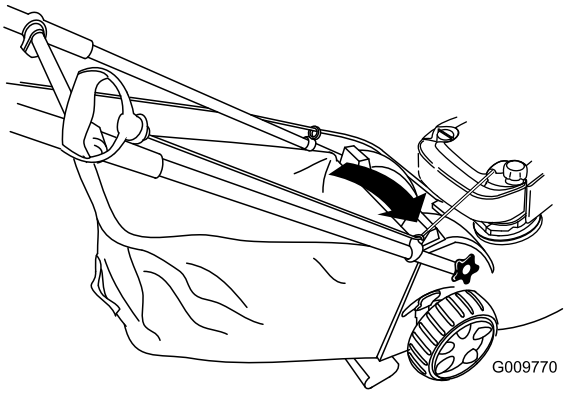

Figuur 28
1. Laat het startkoord rond de onderste koordgeleider lopen (Figuur 28).